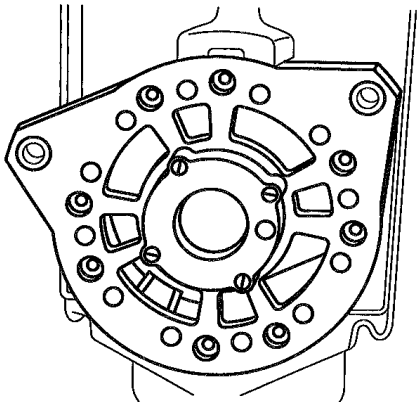

Figure 27 Drive End Bearing Retaining Screws
3. Start the four screws which hold the bearing cover plate and tighten to 4.1 … 5.5 Nm (36.3 … 48.7 in. lbs.) (Figure 27)